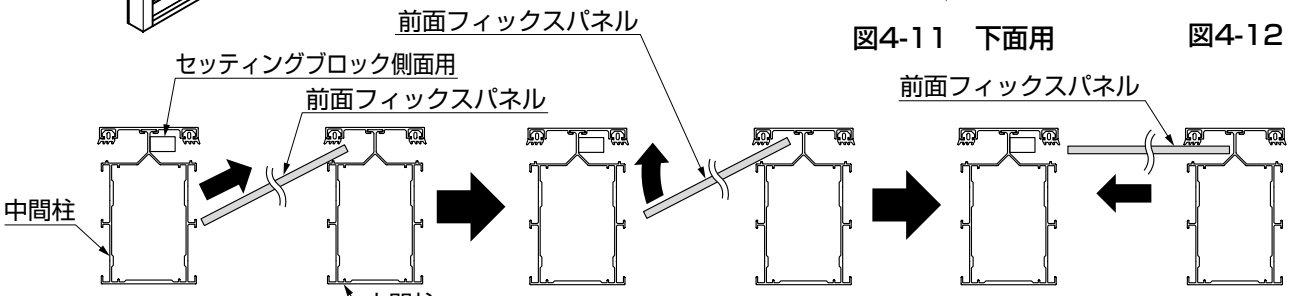

図4-13　図4-14　図4-15
②前面フィックスパネルの片側を中間柱に差込んで、反対側を端部柱、中間柱に押込むようにはめ込んでください。（図4-13、図4-14、図4-15参照）